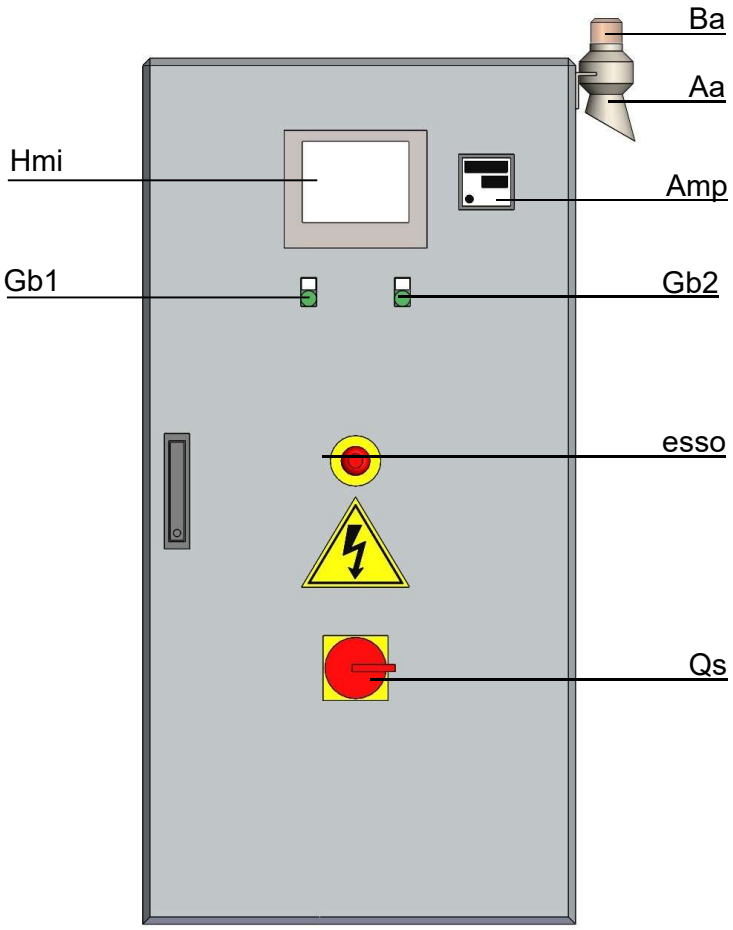

Fig. 11.2
Ruotare l'interruttore di disconnessione principale sul pannello elettrico "QS1 Fig.11.2" nella posizione "1". Il software PLC si avvia.
Avviare il separatore premendo il pulsante "GB1 Fig. 11.2" o su HMI.
-a- Spegnere la pompa di alimentazione premendo il pulsante GB2 fig. 11.2
-d- Quindi spegnere anche il separatore premendo il pulsante GB1 fig. 11.2
-e- Tagliare la tensione al pannello di controllo ruotando l'interruttore di disconnessione principale QS Fig. 11.2 nella posizione "0". In queste condizioni, il convertitore di frequenza rimarrà attivato per eseguire l'operazione di frenatura.